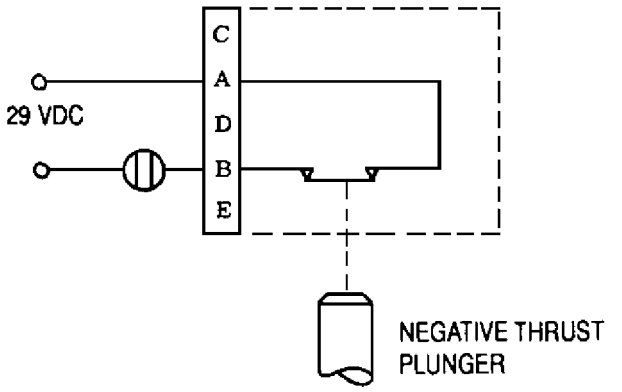

Figure 3. Thrust Sensitive Switch External Circuits
a. Set up switch assembly with external circuits similar to those shown in figure 3.